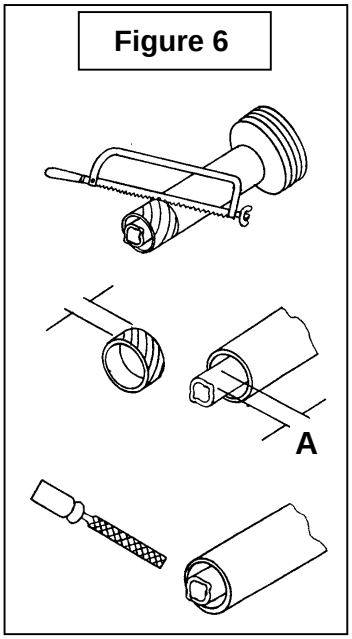

Figure 6
5. Cut the guard a second time leaving the same distance between the end of the guard and the end of the shaft as existed before. To obtain the proper distance "A" shown on Figure 6, cut the guard according to the following table: